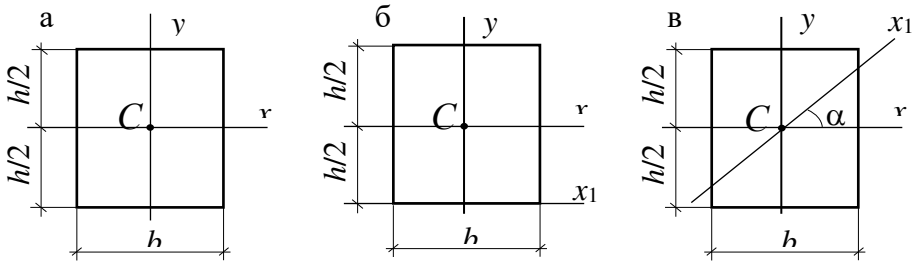

Рис. 3
29. Сравните осевые моменты инерции для прямоугольника, приведенного на рис. 3 ($h > b$), относительно указанных осей.